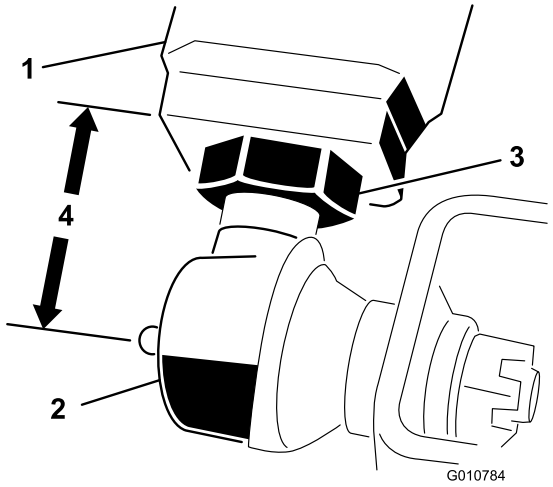

**Figure 5**
2. Mesurez l'écart entre le bout de chaque bras de relevage et le centre de la rotule (graisseur). Il doit y avoir un écart de 57 mm (Figure 5).